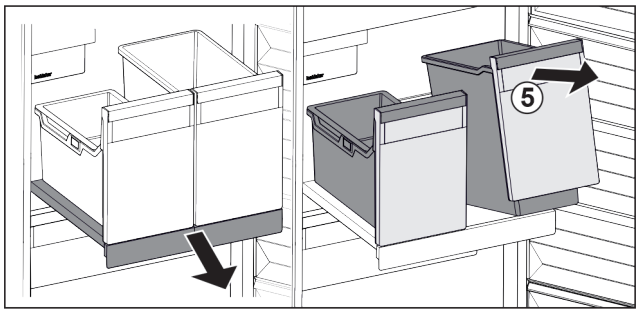

Fig. 23
▶ Behälter *Fig. 23 (5)* vorne anheben.